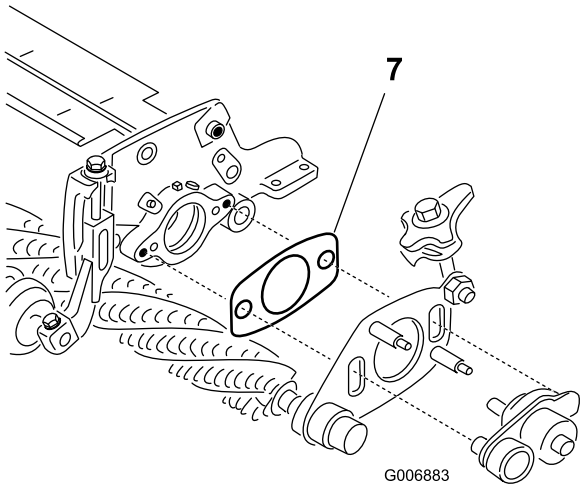

Bild 48
7. Stellen Sie sicher, dass die Beilagscheibe (Bild 48) zwischen der Schwenkplatte des Groomers an der Antriebsseite und der Seitenplatte der Schneideinheit nicht von der Drehnabe gequetscht wird. Die Beilagscheibe muss sich ungehindert drehen können.